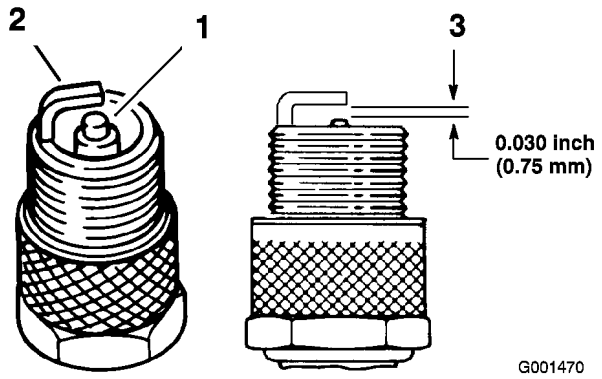

Figur 36
3. Kontroller tilstanden til elektroden på siden, elektroden i midten og elektrodeisolatoren i midten for å sikre det ikke er skade (Figur 36).
4. Still inn luftgapet mellom midten og siden på elektrodene til 0,762 mm (Figur 36). Monter den riktig innstilte tennpluggen, og stram pluggen til 20 Nm.